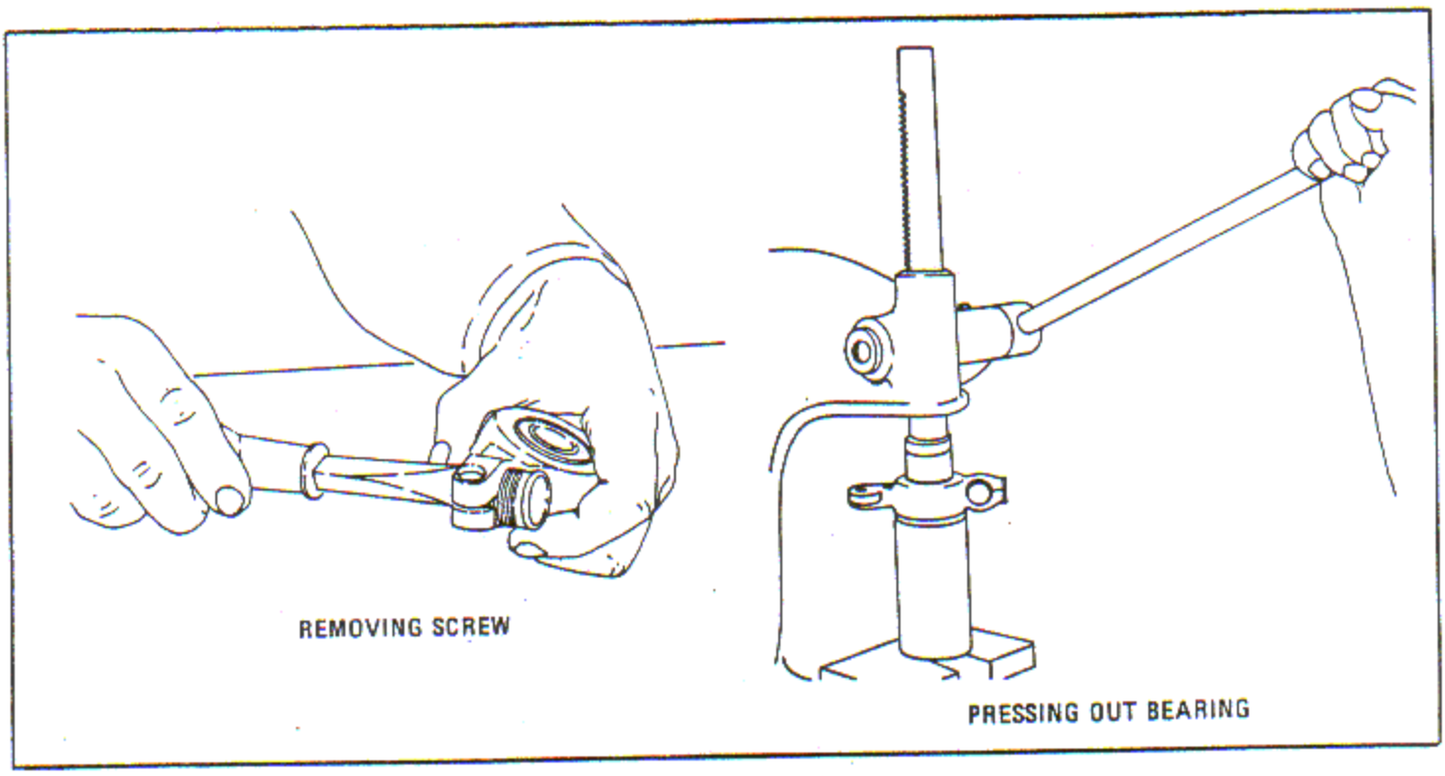

Figure 4-37. Removing Rocker Arm Adjusting Screw and Pressing Out Bearing
a. Remove the adjusting screw lock screw and remove the adjusting screw. See figure 4-37.